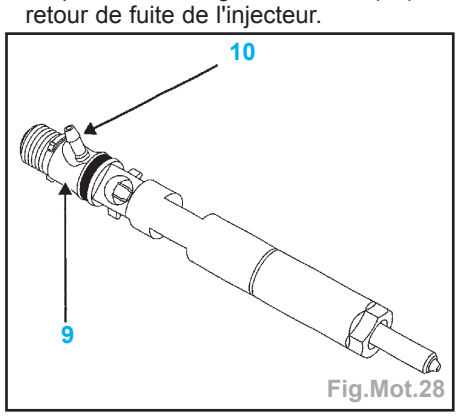

Fig.Mot.28
• la goulotte (7) située sur la rampe de carburant,
- Débrancher le connecteur du capteur de pression de rampe (8).
Attention : • lors du desserrage des tuyaux haute pression, il est impératif de maintenir le raccord intermédiaire (9) de l'injecteur (Fig.Mot.28).
• ne pas endommager la canule (10) de retour de fuite de l'injecteur.
Attention : • lors du serrage des tuyaux haute pression, il est impératif de maintenir le raccord intermédiaire (**10**) de l'injecteur (Fig.Mot.28).
Attention : • lors du desserrage des tuyaux haute pression, il est impératif de maintenir le raccord intermédiaire (**9**) de l'injecteur (Fig.Mot.28).